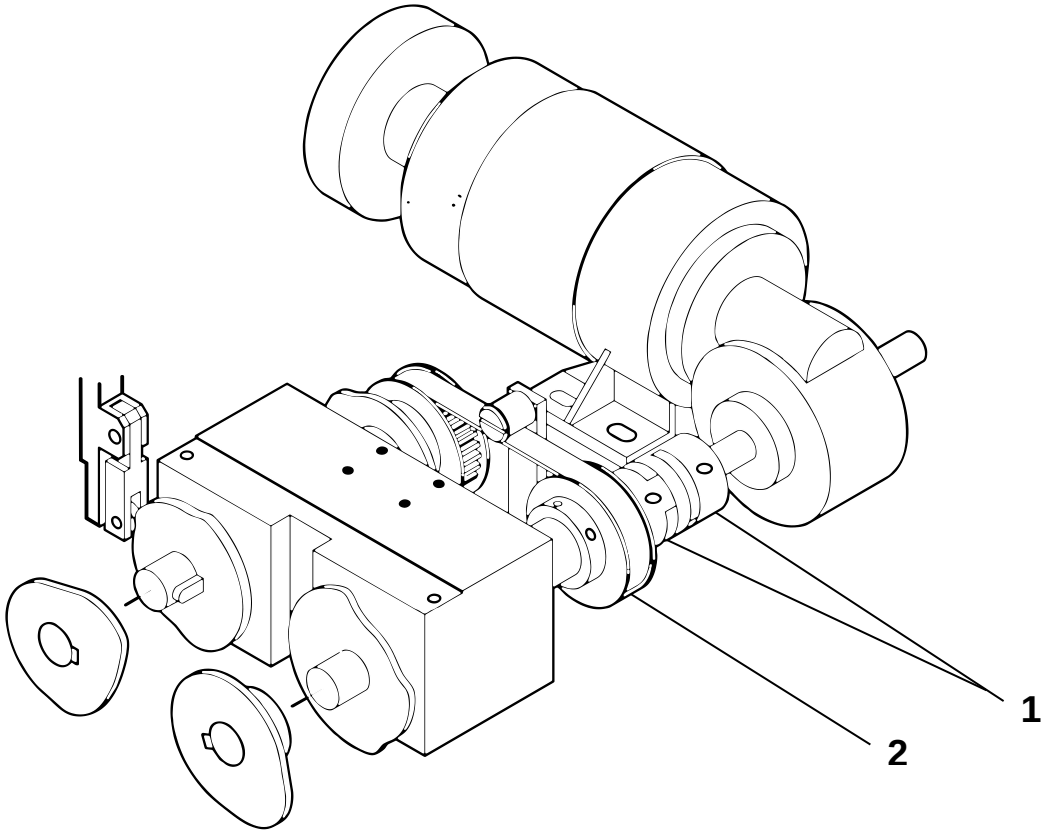

Figure 7 - Exchanging the toothed belt
5. First roughly align the cams with each other as shown in fig. 7.